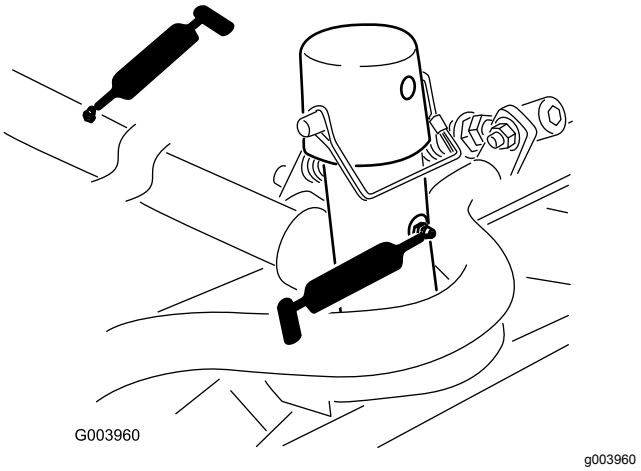

Figur 77
- Klippenhetens bärram och svängtapp (2 var) (Figur 77)